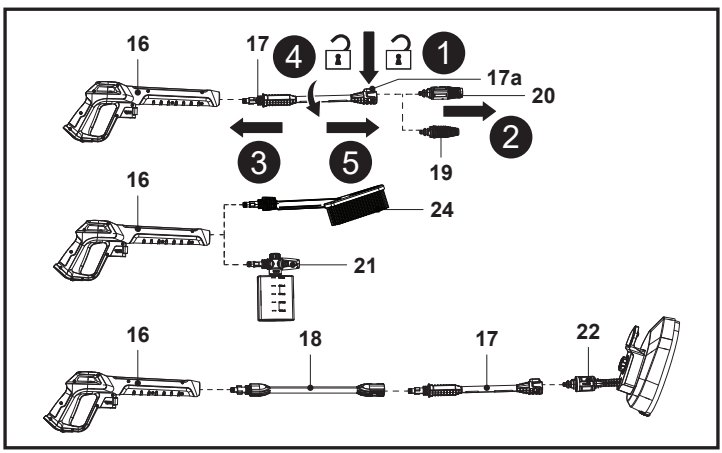

Fig. 6
6. Para desconectar o bocal, prima o botão de bloqueio (17a), mantendo-o no lugar e, em seguida, puxe o bocal montado para fora (Fig. 6, passos 1, 2). Volte a instalar o bocal necessário.
7. Para desconectar a lança de extensão (17), empurre-a e rode-a para a esquerda para a remover (Fig. 6, passos 3, 4, 5).
8. Para desconectar o bocal do recipiente de detergente (21), a escova de lavagem (24) ou o cabo extensor (18) da pistola de pulverização (16), empurre e rode para a esquerda para finalizar a remoção. Volte a instalar um acessório da pistola de pulverização necessário.